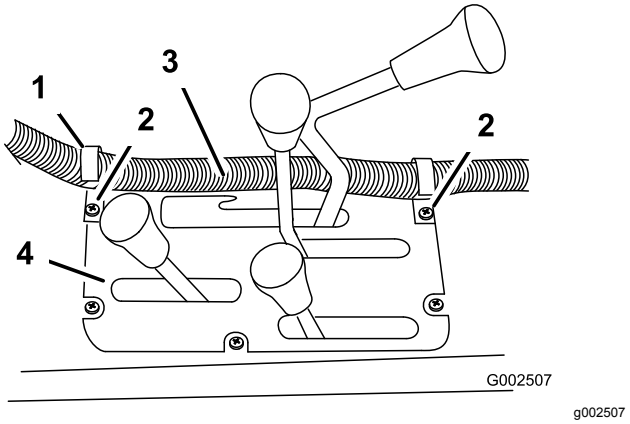

**Figur 16**
4. Monter to J-clips i centerkonsollen på de punkter, der kan ses i Figur 16, ved hjælp af de eksisterende skruer.